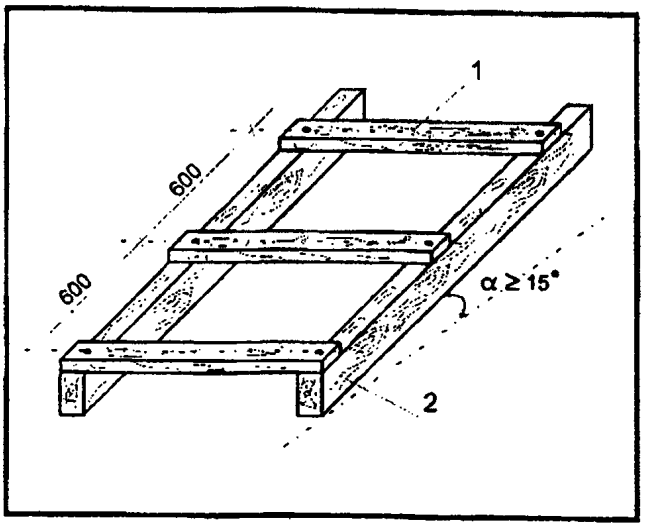

Рисунок 3.
2.4.3. При уклоне крыши от 1\4 и менее (более 15 градусов) обрешетины прибивают с интервалом 600 мм по осям (рис. 3).